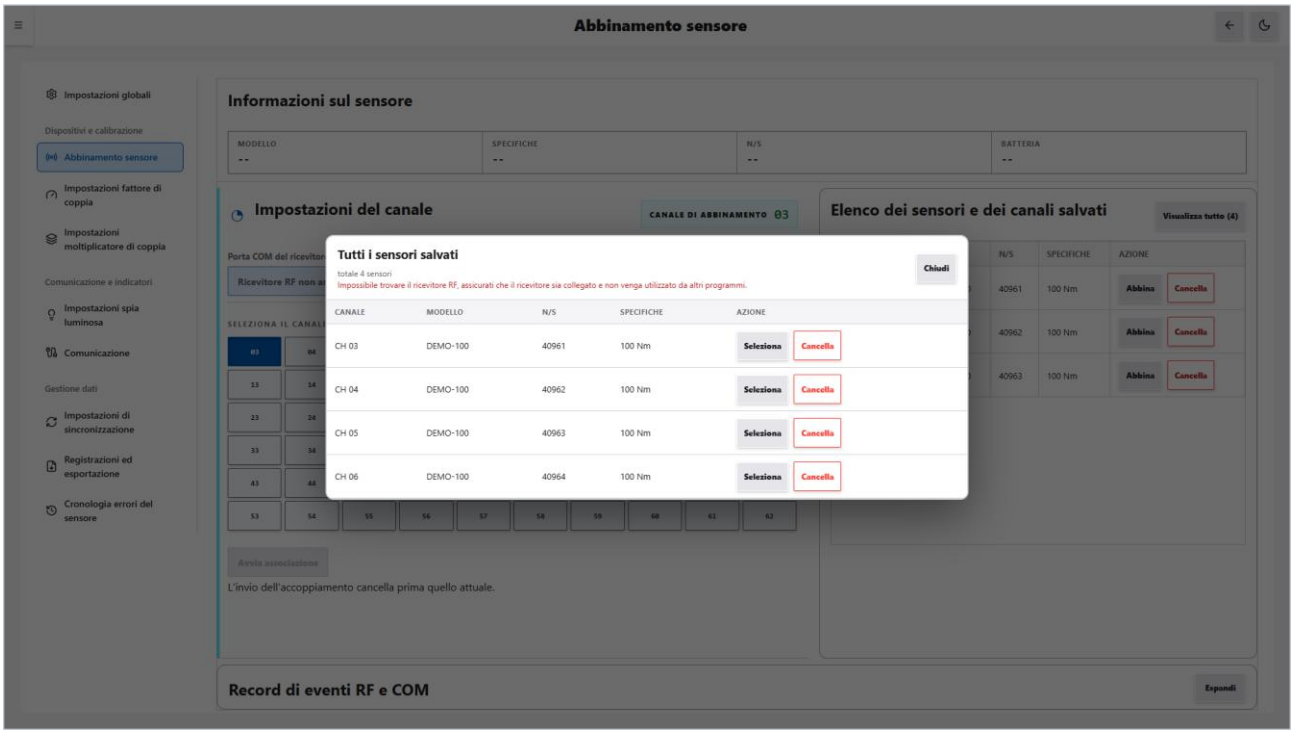

Figura 12-7 Finestra Tutti i sensori salvati
«Elenco dei sensori e dei canali salvati»	Elenca al massimo 3 sensori in ordine crescente di canale; ogni riga ha «Abbina» e «Cancella». Se sono più di 3, in alto a destra compare «Visualizza tutto (N)» (Figura 12-7).